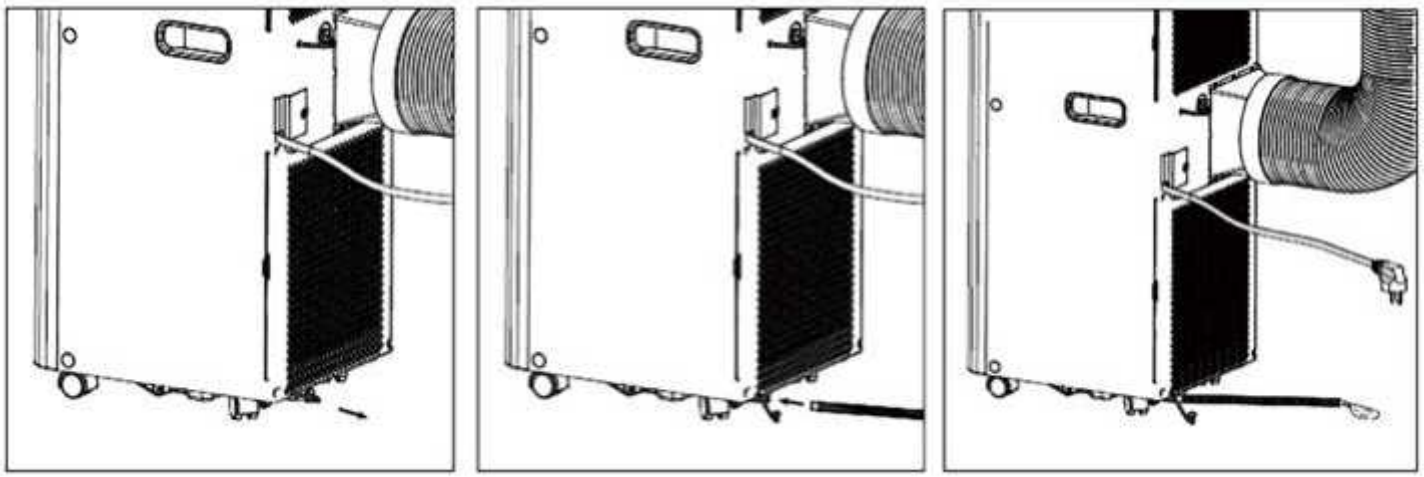

Fig. 9
3) Comme le montre la figure 9, raccordez le tuyau d'évacuation (uniquement pour le modèle chauffant) ;
Si vous prévoyez de laisser l'appareil inutilisé pendant une longue période, retirez le bouchon en caoutchouc de l'orifice de drainage situé au bas de l'appareil et évacuez toute l'eau à l'extérieur. Vous pouvez utiliser le drainage continu à l'aide d'un tuyau de drainage connecté à l'orifice de drainage inférieur, lorsque l'appareil fonctionne en mode HEAT. Il n'est pas nécessaire d'utiliser le drainage continu lorsque l'unité fonctionne en mode COOL ou DEHUMIDIFY. L'unité peut évaporer l'eau de condensation automatiquement grâce au moteur d'évaporation. Assurez-vous que les trous d'évacuation sont bien bouchés. Si le moteur de projection d'eau est endommagé, l'évacuation continue peut être utilisée. L'appareil peut également fonctionner correctement en raccordant le tuyau d'évacuation à l'orifice d'évacuation inférieur (Fig.9). Si le moteur d'éclaboussure est endommagé, il est également possible d'utiliser un drainage intermittent. Dans ce cas, lorsque l'indicateur d'eau pleine s'allume, connectez un tuyau de vidange à l'orifice de vidange inférieur, puis toute l'eau contenue dans le réservoir sera évacuée à l'extérieur. L'appareil peut également fonctionner correctement.